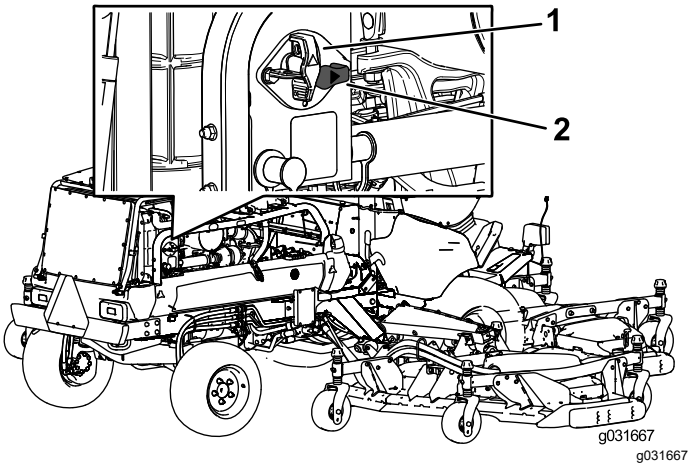

Figur 74
- Vrid bortkopplingsbrytaren för batteriet medurs till det PÅSLAGNA läget (Figur 74) för att koppla in elektriciteten för maskinen.
- Vrid bortkopplingsbrytaren för batteriet moturs till det AVSTÄNGDA läget (Figur 74) för att koppla från elektriciteten för maskinen.